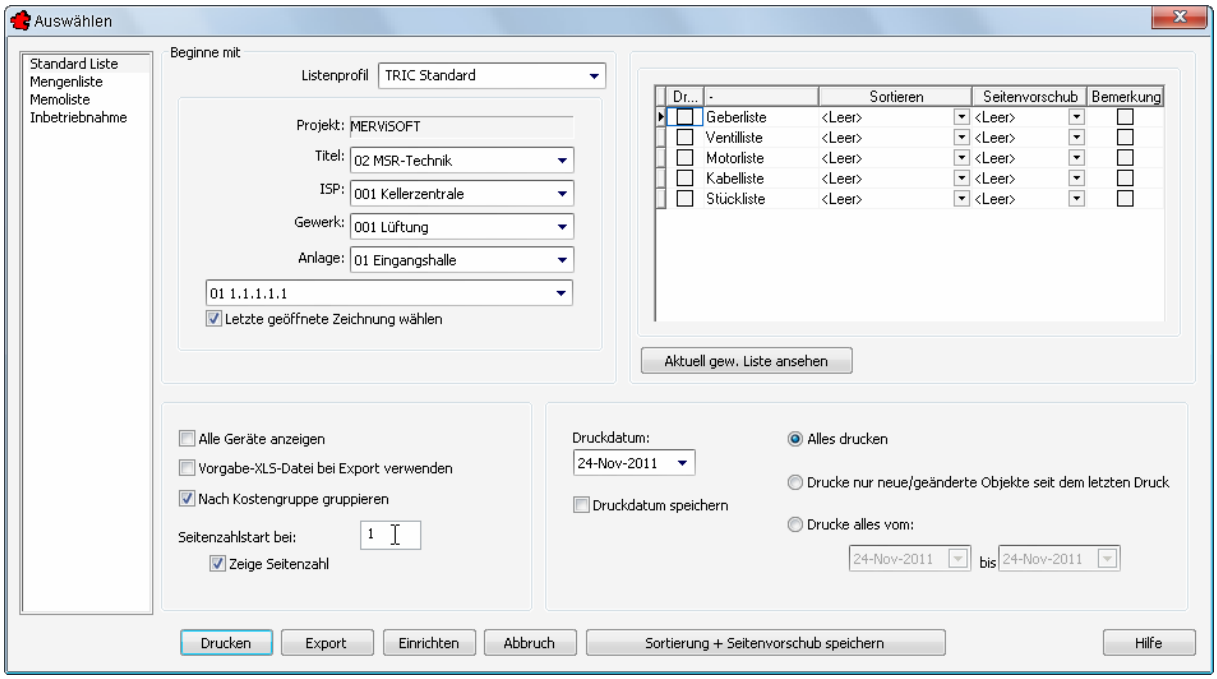

Bild 4.14 – Paginierung konfigurieren
- Seitenzahl anzeigen und Paginierung bei vorgegebener Nummer starten (Abb. 4.14)